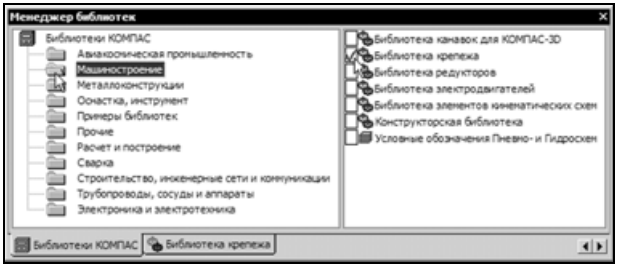

Рис. 7.55
- В списке разделов, в левой части окна, откройте папку **Машиностроение**. В списке библиотек, в правой части окна, отметьте "галочкой" элемент **Библиотека крепежа** (рис. 7.55).